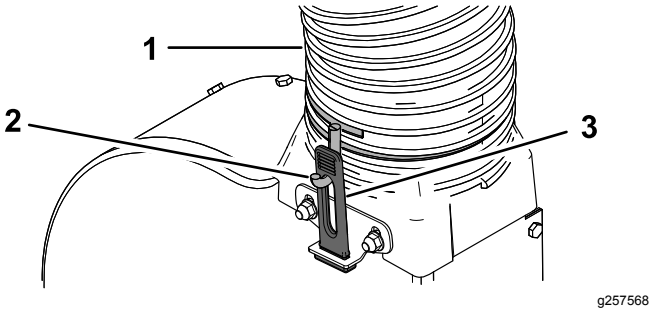

Figura 10
4. Enrosque la abrazadera en el otro extremo de la nueva manguera con 2 o 3 vueltas (Figura 10).
5. Instale la manguera sobre la transición del soplador, de modo que la manguera forme un ángulo de 90 grados desde la tapa. Ajuste la orientación de los ganchos de la abrazadera cuanto sea necesario, de modo que queden alineados con los cierres de goma y fije la manguera estirando los cierres de goma sobre los ganchos (Figura 10).